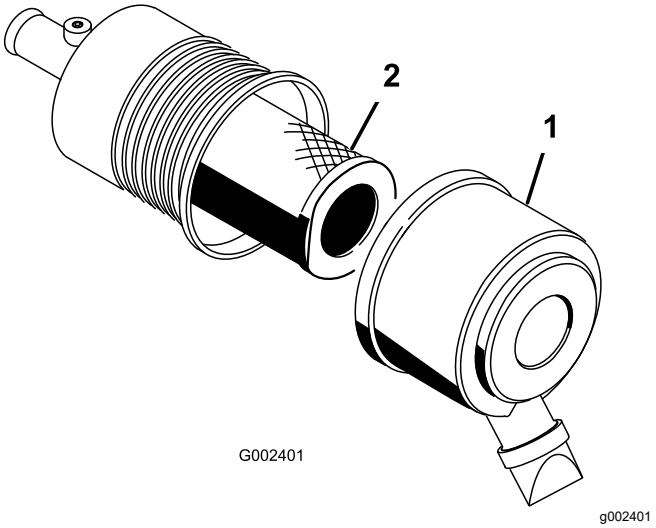

Figur 54
2. Lossa spärrhakarna som fäster luftrenarkåpan på luftrenarhuset (Figur 54).
3. Ta bort kåpan från luftrenarhuset (Figur 54).
5. Ta bort och byt ut filtret (Figur 54).